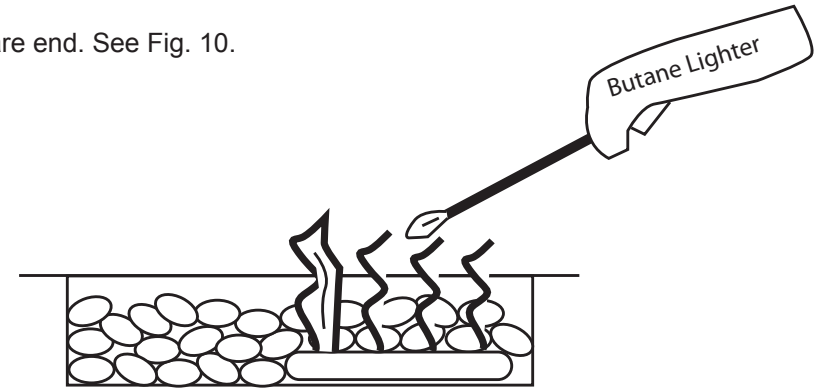

Fig. 12 Lighting fire pit with lighter
2. Light a long match or butane lighter and hold it near the burner. (See Fig. 12)